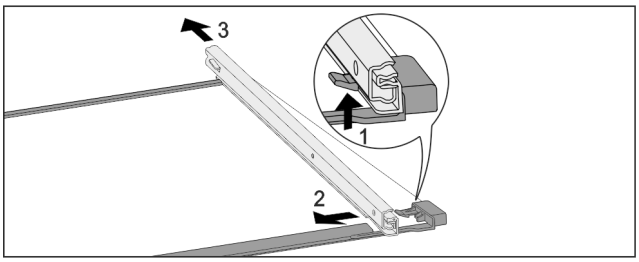

Fig. 253 Placa de sticlă cu șine
▶ Apăsați în sus cârligul de blocare frontal. *Fig. 253 (1)*
▶ Îndepărtați șinele de extragere prin împingere în lateral *Fig. 253 (2)* și spre spate *Fig. 253 (3)*.